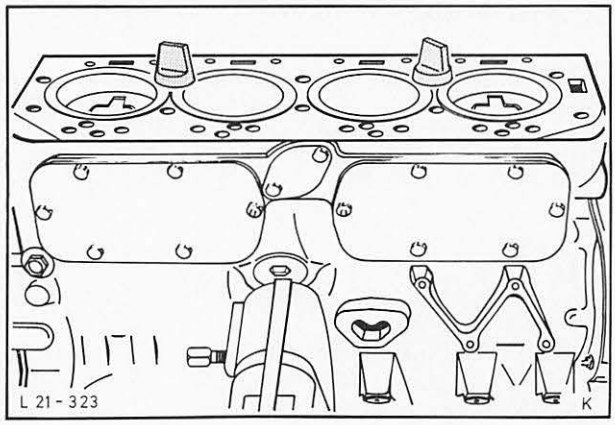

Abb. 43 Zylinderlaufbüchsen mit Spezialwerkzeug 21-088 sichern
11. Zylinderkopfschrauben (22) herausschrauben (in umgekehrter Reihenfolge wie beim Anziehen, Abb. 81). Zylinderkopf und Dichtung abnehmen, Zylinderlaufbüchsen mit Spezialwerkzeug 21-088 sichern, Abb. 43.